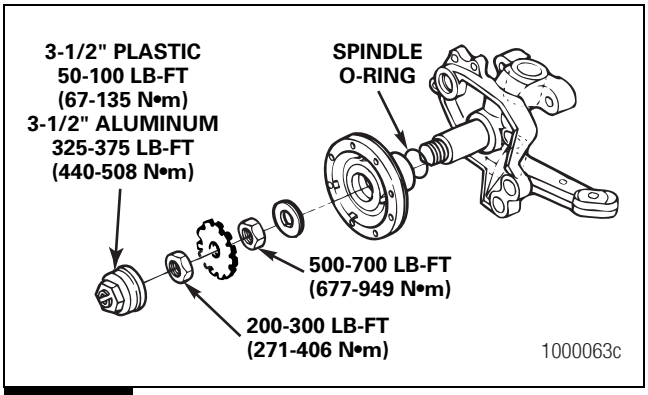

Figure 6.57
6. Slide a new O-ring, Meritor part number 5X-1301, onto the spindle. The O-ring must be positioned against the knuckle journal. Figure 6.57.
8. Install the inner "D" washer and inner wheel bearing nut onto the spindle stud. Tighten the inner wheel bearing nut to 500-700 lb-ft (678-949 N•m) while rotating the unitized wheel end a minimum of five rotations. Figure 6.57.